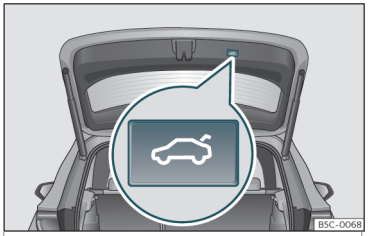

Fig. 78 Rear lid: button to close the rear lid.
- To close: hold one of the handles on the inner trim and close it by moving it downwards, or press the button on the rear lid* >>> **Fig. 78**.
- Briefly press the button on the rear lid ››› Fig. 78 ››› ⚠ in Introduction on page 101.
Throughout the process of opening or closing the rear lid, acoustic warnings can be heard. Exception: when the rear lid is opened manually using the handle or the Easy Open function with the movement of the foot or closed using the button on the rear lid itself››› Fig. 78.
- Press the button››› Fig. 78 on the rear lid for at least 3 seconds.
- Press the button››› **Fig. 78** on the rear lid for at least 3 seconds.